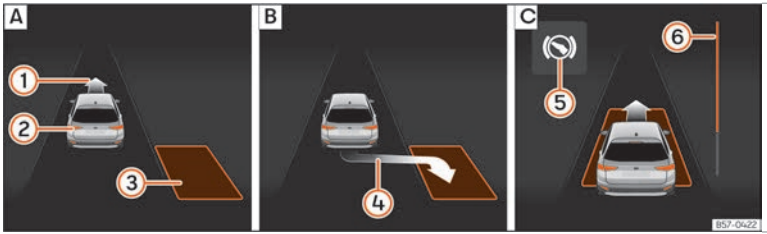
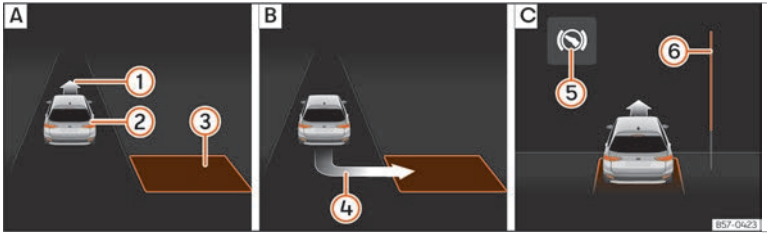

Fig. 198 On the instrument panel display: parallel parking. A Finding a parking space. B Parking position. C Manoeuvring.
Fig. 199 On the instrument panel display: angle parking. A Finding a parking space. B Parking position. C Manoeuvring.
- Look at the display on the instrument panel to see if the space has been detected as "appropriate" and if the correct position for parking has been reached ››› Fig. 198 B or ››› Fig. 199 B. The space is considered "appropriate" if the display on the instrument panel shows the message to park (4).
- Reverse until the continuous ParkPilot signal sounds; **OR:** reverse until the indication to move forward appears on the instrument panel display ››› Fig. 198 C or ››› Fig. 199 C; **OR:** reverse until the **Park Assist finished** message appears on the instrument panel display. The progress bar 6 indicates the distance to cover ››› page 278.
- Move forward until the continuous ParkPilot signal sounds; **OR:** move forward until the reverse indication appears on the instrument panel display. The Park Assist system steers the vehicle forward and back until it centres it in the space ››› Fig. 198 C or ››› Fig. 199 C.
The progress bar ››› Fig. 198 6 and ››› Fig. 199 6 on the screen of the instrument panel displays the relative distance to be covered. The greater the distance, the fuller the progress bar. When driving forward, the content of the progress bar decreases upwards, and when reversing, it decreases downwards.